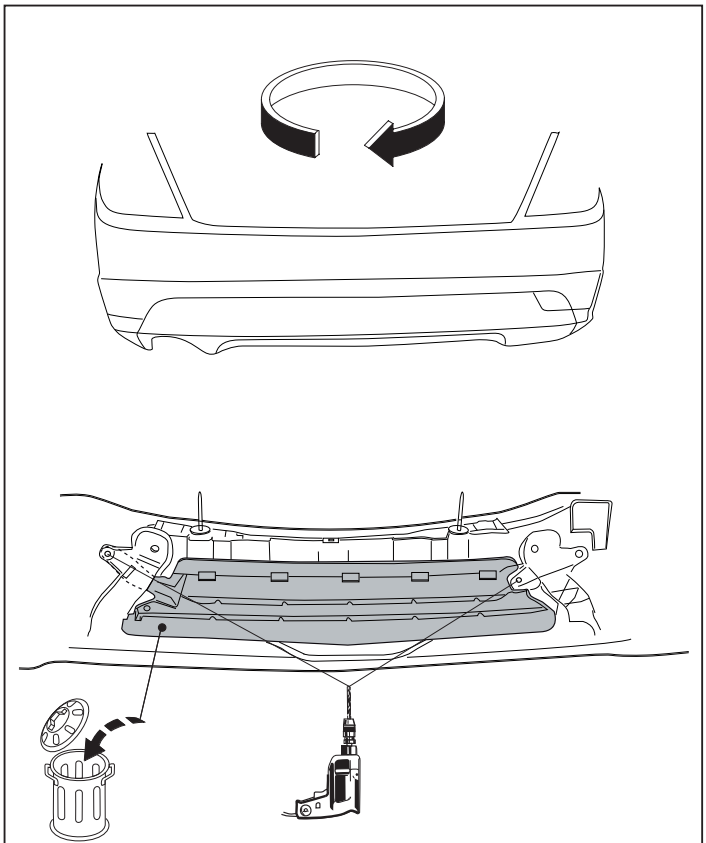

Fig. 2
2. Снять указанные детали. См. рисунок 2 и 3.